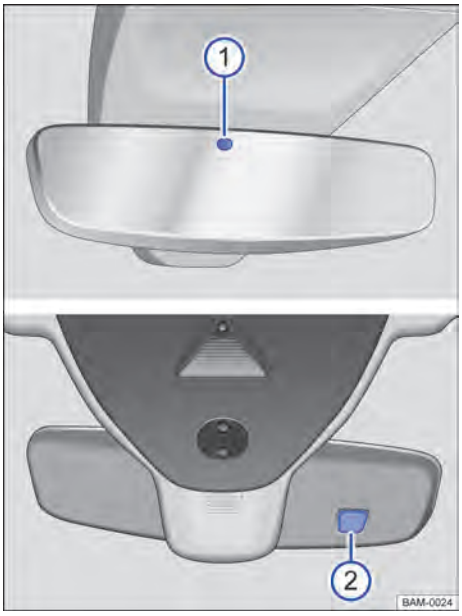

Bilde 85 På frontruten: Automatisk avblendbart innvendig speil.
Når tenningen er slått på, måler sensorene lyspåvirkningen bakfra → Bilde 85 ① og forfra ②.